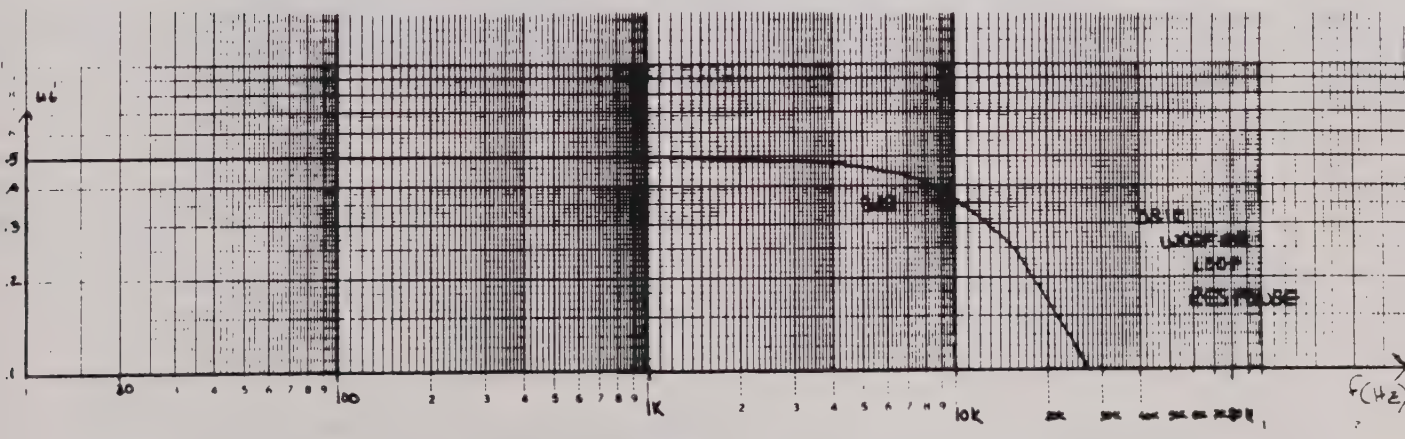

FIGURE 2
25. The DS1C woofer response (typical) graph is shown in Fig. 2. To convert from jitter amplitude in nanoseconds to amplitude in unit intervals, use the following formula: